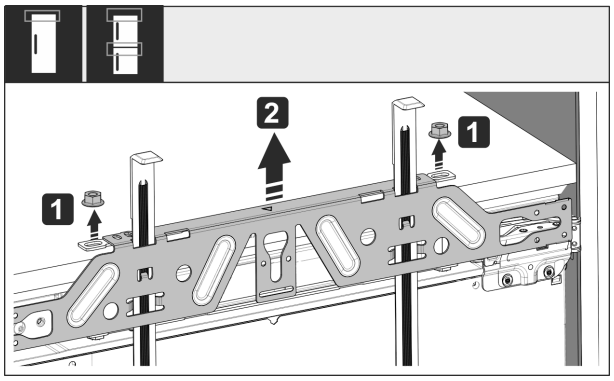

Fig. 53
▶ Kontermuttern *Fig. 53 (1)* lösen.
▶ Befestigungstraverse *Fig. 53 (2)* abnehmen.